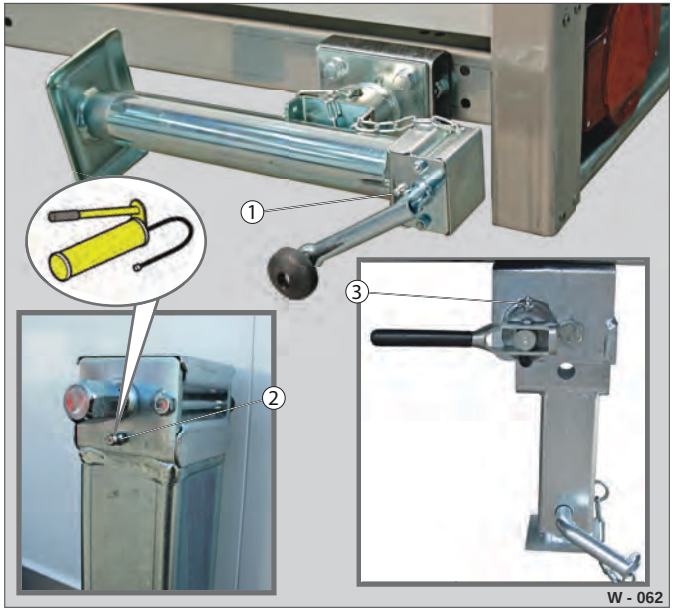

Fig. 58 Støtteben: Smøresteder
▶ Smør støttebenene med en fedtpresse på smøreniplen (Fig. 58 /1,2,3).